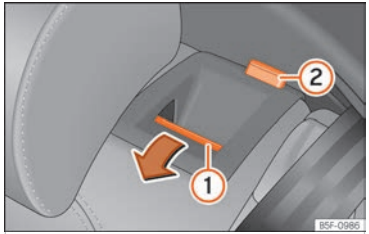

Fig. 67 Asiento trasero: abatir el respaldo.
- Pulse la tecla de desbloqueo ››› fig. 67 ① hacia delante y, al mismo tiempo, abata el respaldo. El respaldo trasero está desbloqueado cuando se ve una marca roja en la tecla ② .